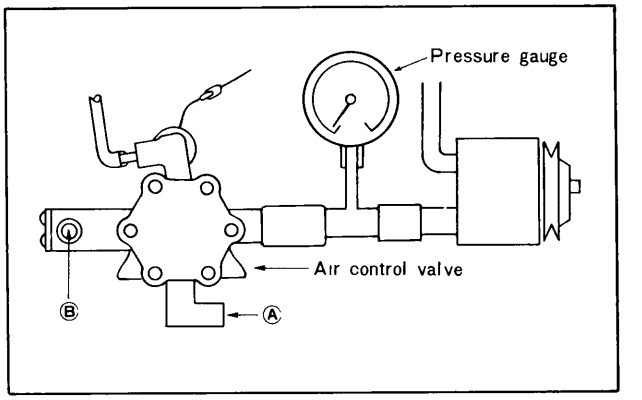

Fig. 1A–42 Checking of air control valve
2. Attach the pressure gauge as in Fig. 1A–42.